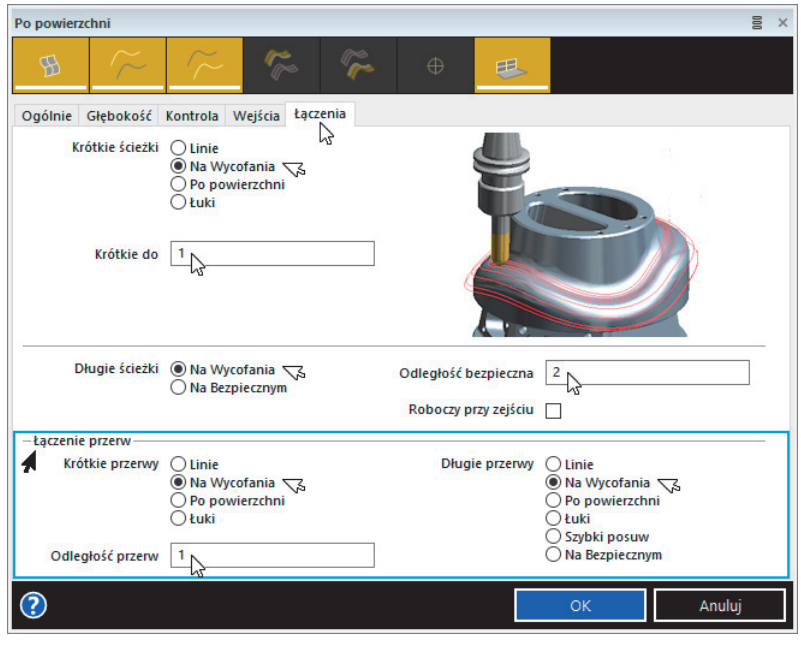

Rysunek 9.29. Widok karty Łączenia cyklu Po powierzchni
1. Na karcie *Łączenia* definiujesz ruchy łączenia ścieżek wejść i wyjść (rysunek 9.29). W celu skrócenia czasu obróbki podzielono je na dwa rodzaje: *Typ łączenia długie* i *Typ łączenia krótkie*.